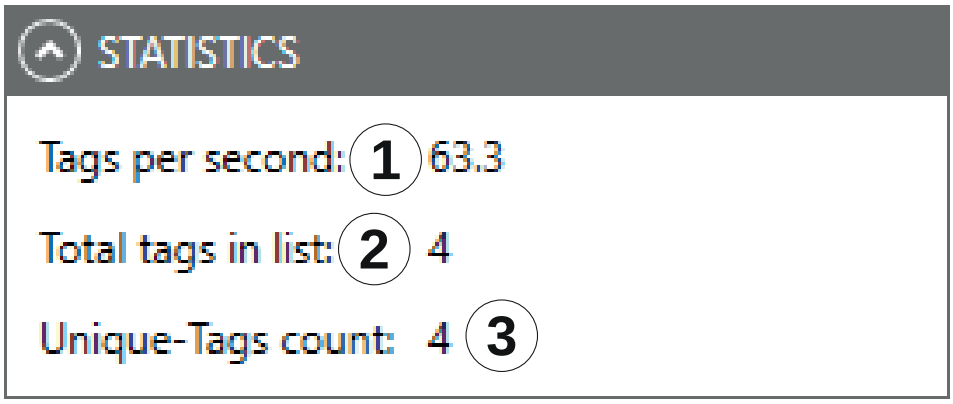

Fig. 54: Basic reading: statistics
Having selected the *ARU-CSB-ELC* (⑥ in *Fig. 54, p. 100*) under *Options*, the lower part of the screen shows the spatial allocation of a transponder: